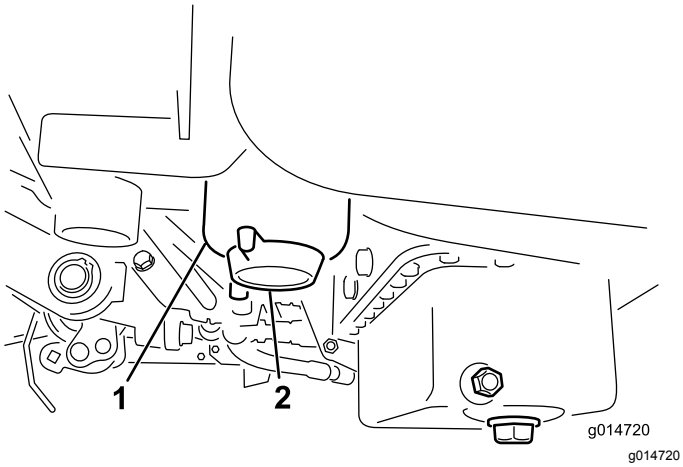

Rysunek 32
3. Odkręć korek spustowy na filtrze paliwa, wykonując około jeden obrót, i zlej całą zgromadzoną wodę (Rysunek 32).